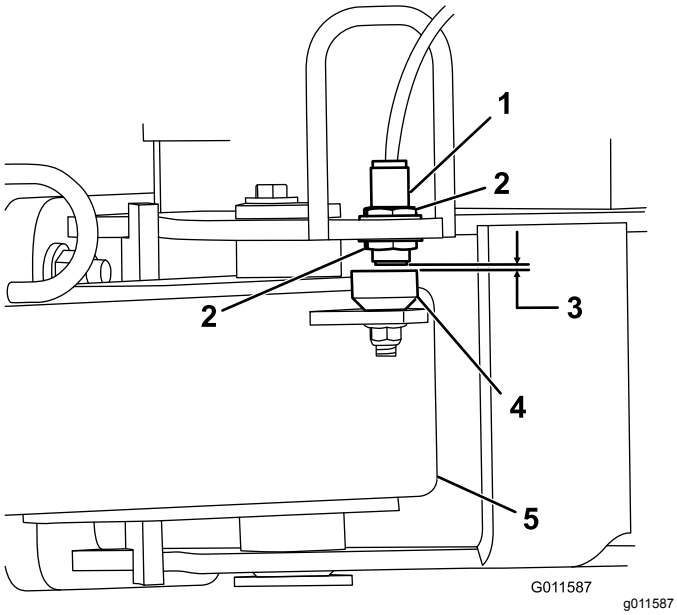

Figur 4
5. Løsne låsemutrene som fester nærbryteren til rammen, og senk bryteren til den er 2,6 til 4,0 mm fra følerplaten på koblingsarmen (Figur 4). Stram låsemutterne for å sikre justeringen.